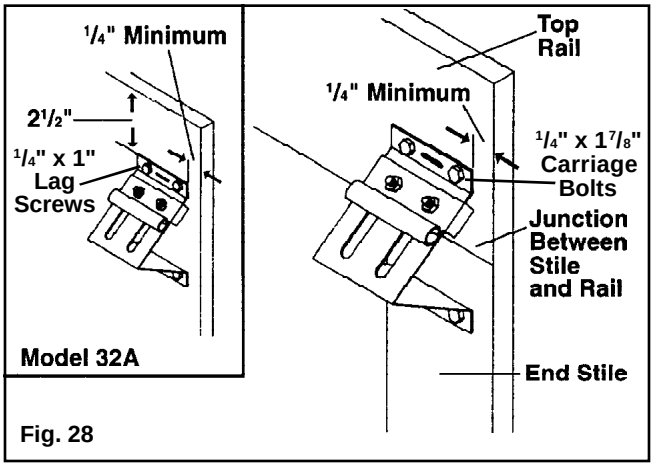

Fig. 28
**Step 12:** Place top section on sawhorses. Attach top bracket to top section. Allow $^1/_4$" between edge of top section and bracket. Position brackets so that top bolts go through top rail and bottom bolts go through end stile, with the top bracket centered between junction of end stiles and top rail. Mark holes and pre-drill $^1/_4$" diameter holes for top brackets. Bolt top bracket using same fasteners used to attach hinges. (FIG. 28)